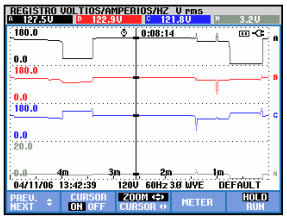

Figura 19-6. Visualización de la tendencia con el cursor y el zoom activados
- Vuelva a pulsar F3 para realizar las operaciones del zoom con las teclas de flecha. Las teclas de flecha hacia la izquierda/hacia la derecha permiten ampliar o reducir las tendencias horizontalmente, como se muestra en la figura 19.6. Para ampliar o reducir verticalmente, utilice las teclas de flecha hacia arriba/hacia abajo. Si el cursor está activado, el zoom horizontal funciona simétricamente alrededor del cursor; si está desactivado, lo hace desde el lado derecho de la pantalla. El zoom vertical se aplica en torno al centro de la pantalla.